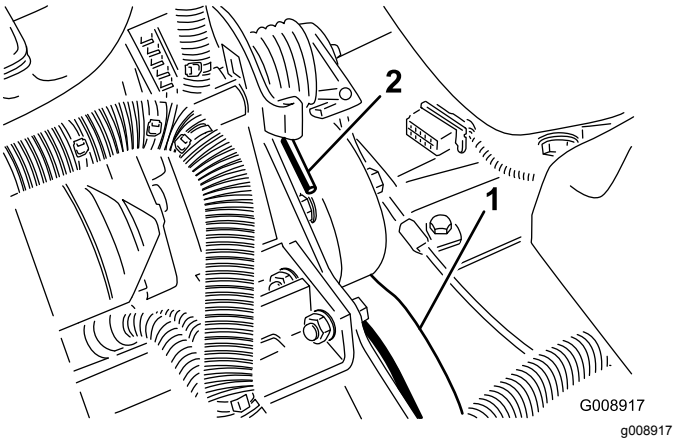

Figur 71
2. Trykk ned og frem på fjærenden (Figur 71) for å hekte den av braketten og frigjøre fjærens spenning.